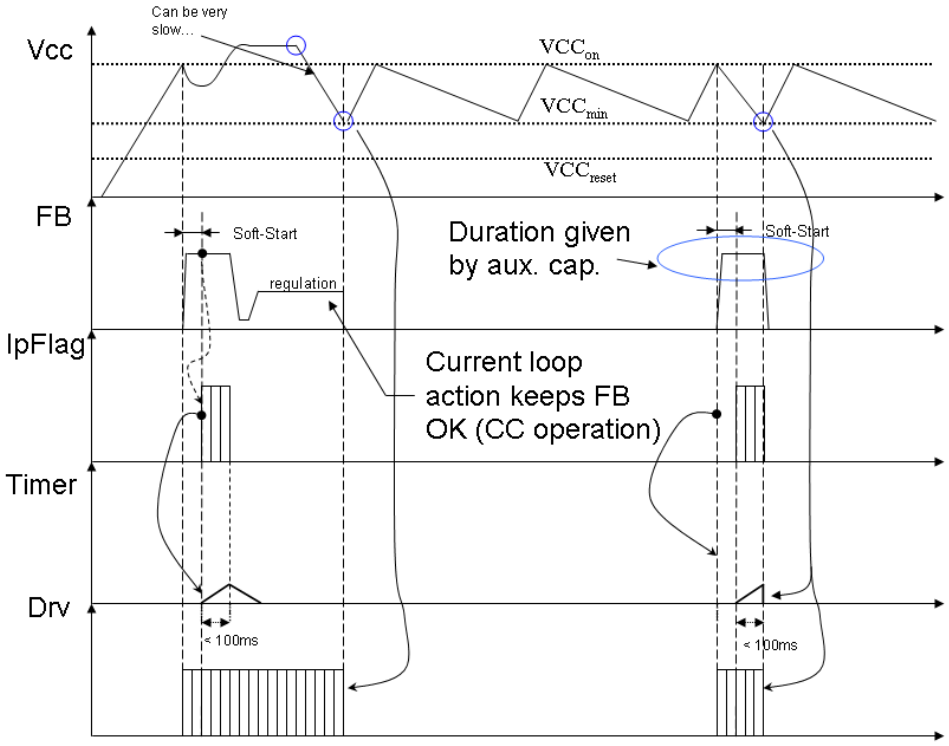

Figure 20. First Fault Mode Case, the Auxiliary Winding Collapses but Feedback is Still There
1. The converter regulates but the auxiliary winding collapses: this is a typical situation linked to the usage of a constant−current / constant−voltage (CC−CV) type of controller. If the output current increases, the voltage feedback loop gives up and the current loop takes over. It means that V_{OUT} goes low but the feedback loop is still closed because of the output current monitoring. Therefore, seen from the primary side, there is no fault. However, there are numerous charger applications where the output voltage shall not go below a certain limit, even if the current is controlled. To cope with this situation, the controller features a precise under−voltage lockout comparator biased to a VCC_{min} level. When this level is crossed, whatever the other pin conditions, pulses are stopped and the controller enters the safe hiccup mode, trying to re−start. Figure 20 shows how the converter will behave in this situation. If the fault goes away, the SMPS resumes operation.